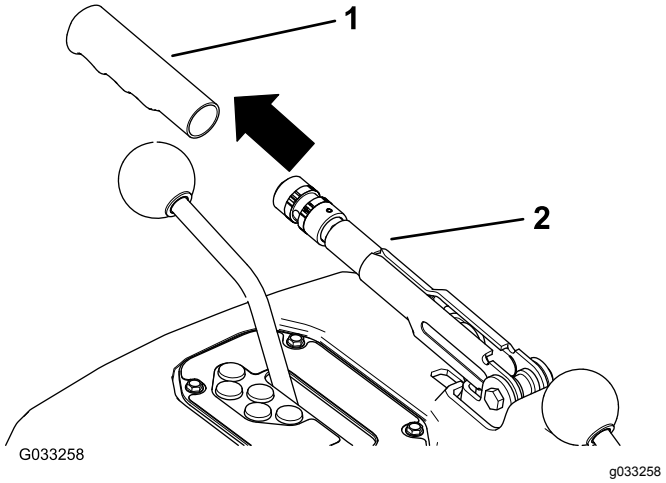

Figur 74
1. Fjern gummihåndtaket fra parkeringsbremsespaken (Figur 74).
5. Monter gummihåndtaket på parkeringsbremsespaken (Figur 74).